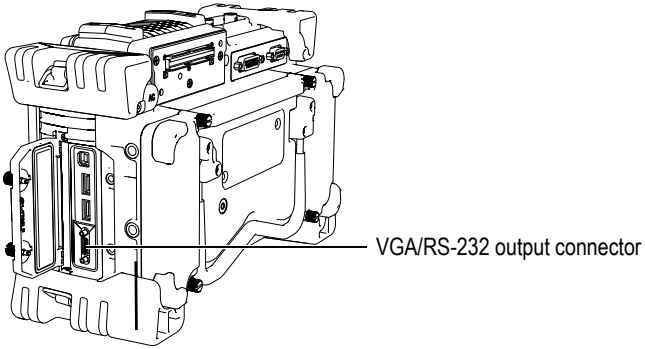

Figure 8-1 The VGA/RS-232 output connector
2. Connect the EPXT-C-VGA-6 cable (U8779019) [optional item] to the VGA/RS-232 output connector of the EPOCH 1000 Series instrument (see Figure 8-1 on page 142), and then connect the cable to the VGA device.